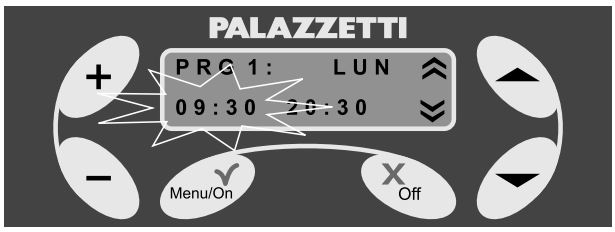

Fig. 7.6.9
4) Sulla seconda riga lampeggerà l'orario di **accensione** della stufa, con il pulsante **+** o **-** modificare l'ora e i minuti (Fig. 7.6.9).
4) On the second line, the time of **lighting** of the stove will flash. Use the button **+** or **-** to modify the hour and minutes (Fig. 7.6.9).
4) Auf der zweiten Zeile blinkt die **Einschaltzeit** des Heizofens, wobei mit den Tasten **+** oder **-** die Stunden und Minuten geändert werden können (Abb. 7.6.9).